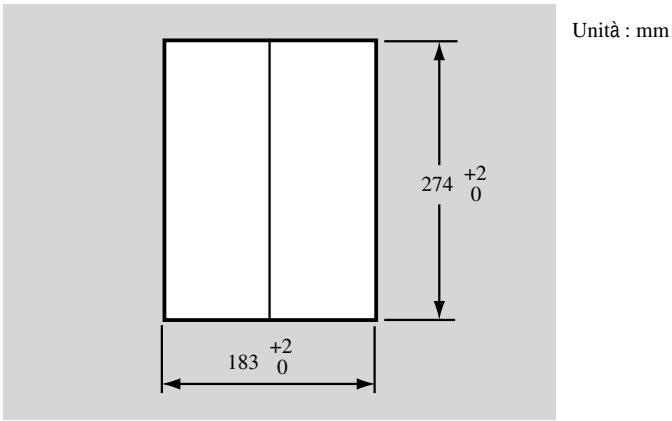

Figura 3.10 Dimensioni della finestra nel pannello
(1) Tagliare il pannello come illustrato nella Figura 3.10.